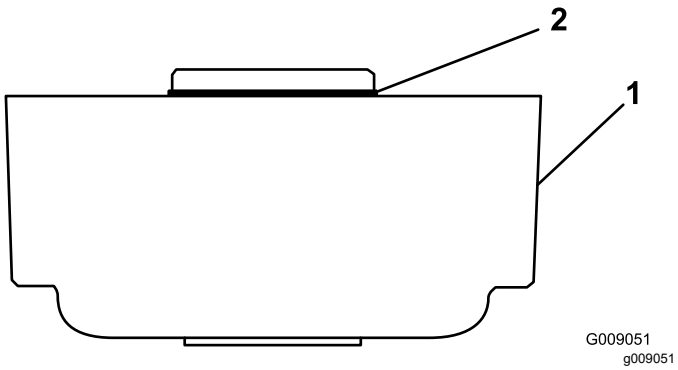

Figura 4
1. Certifique-se de que o anel de retenção está instalado na caixa da escova do rolo (Figura 4).